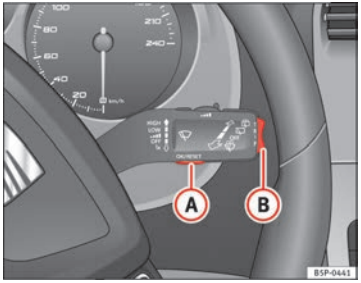
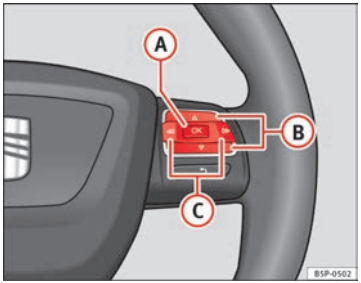

Fig. 45 Windscreen wiper lever: button A to confirm the menu selection and rocker switch B to change the menu
Fig. 46 Steering wheel controls: button A to confirm the menu selection and switch B to change the menu
– Press button (A) on the windscreen wiper lever. The **Configuration** menu is opened.
– To access the “Configuration” menu, press button (C) ⇒ fig. 46 until the menu is displayed. Now you are in this menu.
– Select option **Winter tyres** using switch (B).
– Press button (A). The menu **Winter tyres** is opened.
– Use button (B) to select the menu option **+ 10 km/h** or **- 10 km/h** and press button (B) to either increase or decrease the set speed.
– Use switch (B) to select the menu point **On / Off** and press the button to switch the speed warning on or off. If the speed warning is deactivated, three dashes will be displayed **---**
– To change from one memory to another, briefly press button A ⇒ fig. 45 ⇒ page 68 on the windscreen wiper lever or the OK button on the multifunction lever ⇒ fig. 46 ⇒ page 68 while the ignition is switched on. ▶
The following data can be viewed on the multifunction display using the rocker switch (B) ⇒ fig. 45 ⇒ page 68 on the windscreen wiper lever or by pressing button (△) or (▽) ⇒ fig. 46 on the multifunction steering wheel*.